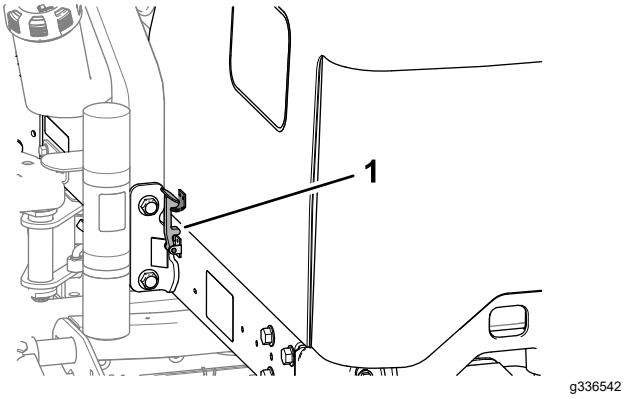

Figur 54
2. Vrid motorhuven uppåt och bakåt (Figur 54).